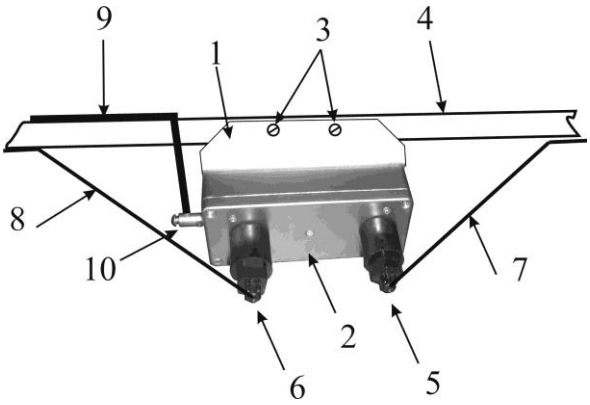

Рис. 10.26
10.3.5 УКБ-1 1 (рис. 10.26) БПРД 2 с помощью винтов 3 закрепить на консоли 4 так, чтобы блок находился под нижней (со стороны земли) поверхностью консоли.